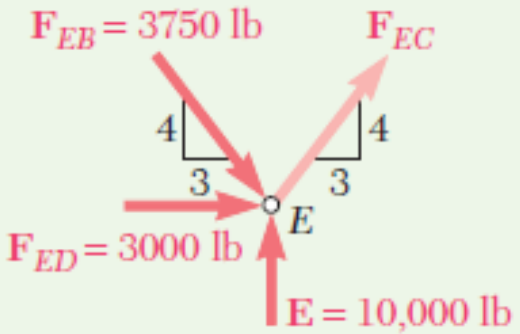

**Fig. 5** Free-body diagram of joint *E*.
**Joint *E*.** Assume the unknown force $\mathbf{F}_{EC}$ acts away from the joint (Fig. 5). Summing $x$ components, you obtain